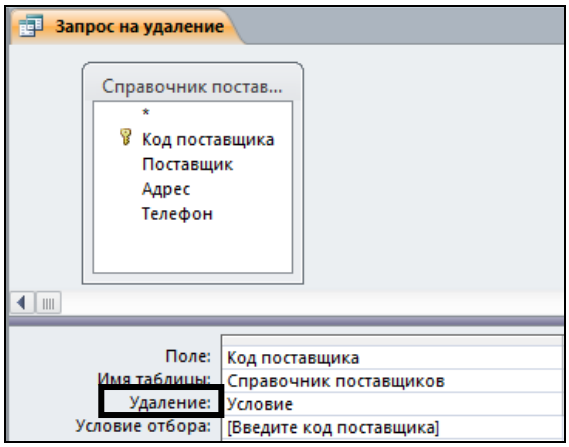

Рис. 4.25. Запрос на удаление в режиме *Конструктора*
4. При создании запроса на удаление необходимо указать его тип. Для этого на вкладке *Конструктор* в разделе *Тип запроса* нажимается кнопка *Удаление*. На экране в окне запроса добавляется новая строка *Удаление* (рис. 4.25).
5. В строку *Поле* добавляется поле *Код поставщика*. Под ним в строке *Условие отбора* записывается условие [*Введите код поставщика*] (рис. 4.25).